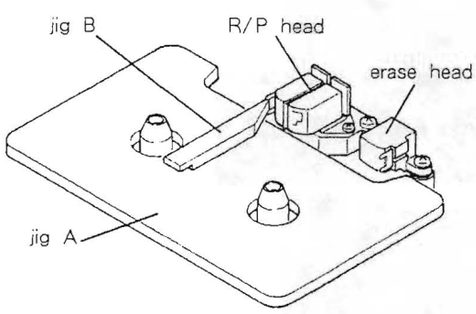

Fig. 2-2
1). Set jig A as shown in Fig. 2-2, then set the deck to PLAY mode.
1). 図2-2のように治具Aをセットし、PLAYモードにする。